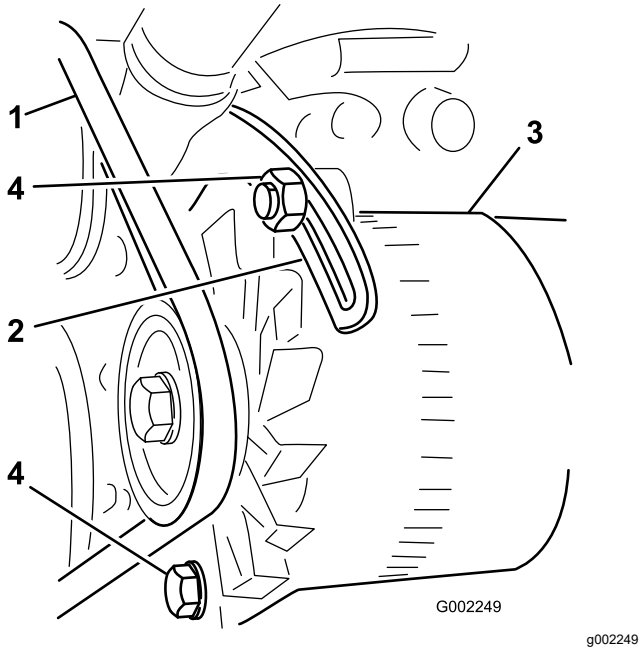

Figur 106
3. Lossa skruven på generatorns vridpunkt. Lossa bulten som fäster generatorn till det spårförsedda staget (Figur 106).